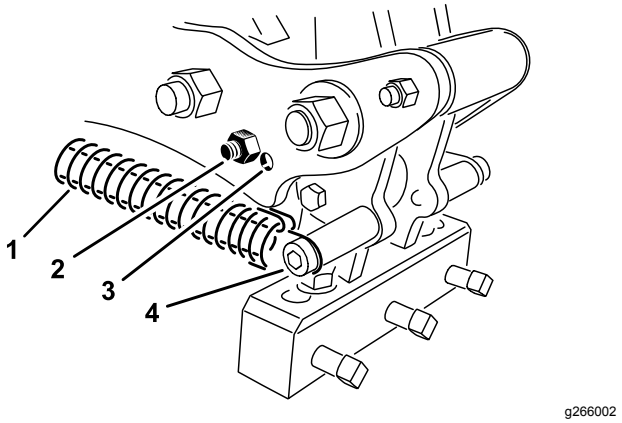

Rysunek 37
Ustaw kąt zębów zgodnie z długością zębów, korzystając z jednego z 2 otworów regulacyjnych w ramieniu łączącym. Otwory te to jedyne dostępne opcje regulacyjne. Przy używaniu zębów o długości od 17,8 do 25,4 mm ogranicznik głowicy powinien znajdować się bliżej tylnej części głowicy z zębami. Druga pozycja (otwór oddalony od głowicy) (Rysunek 37) może być używana przy odmiennych warunkach gleby.
3. Odłącz sprężynę napinającą od głowicy z zębami (Rysunek 37).
4. Odkręć śrubę ogranicznika i zdejmij ogranicznik z ramienia łączącego, po czym włóż go w drugi otwór regulacyjny (Rysunek 37).